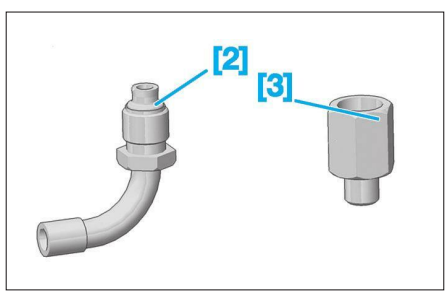

**Fig. 22**
- [2] Raccord (16X150) (réf. 0710-E1Z) **(Fig.22)**.